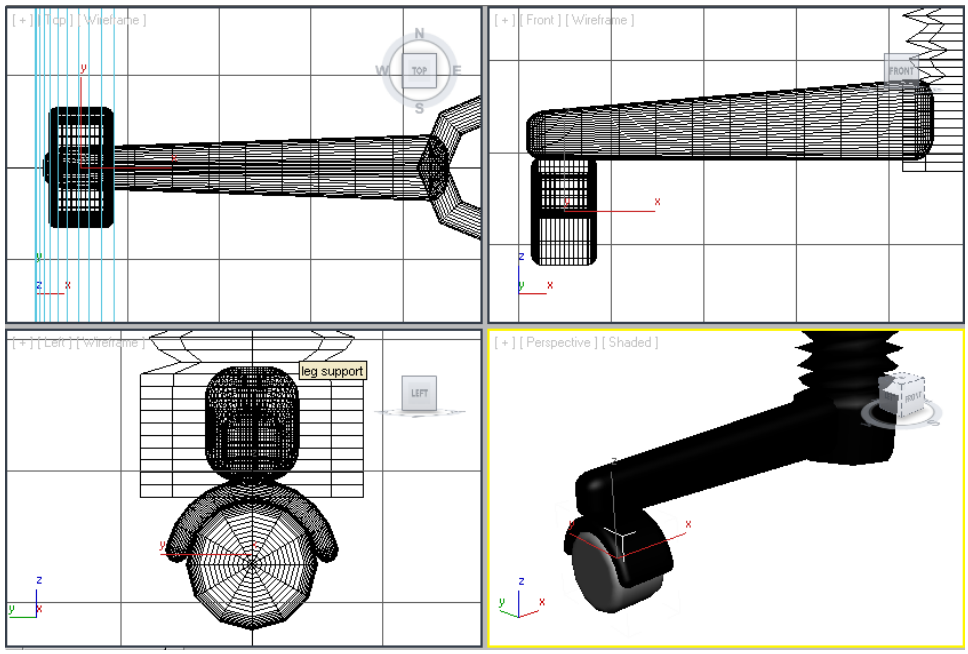

Figure 3-84 *Alignment of the roller01 with the leg01 in all viewports*
18. Using the **Select and Move** and **Select and Rotate** tools, align the *roller01* with the *leg01*, in all viewports, as shown in Figure 3-84.